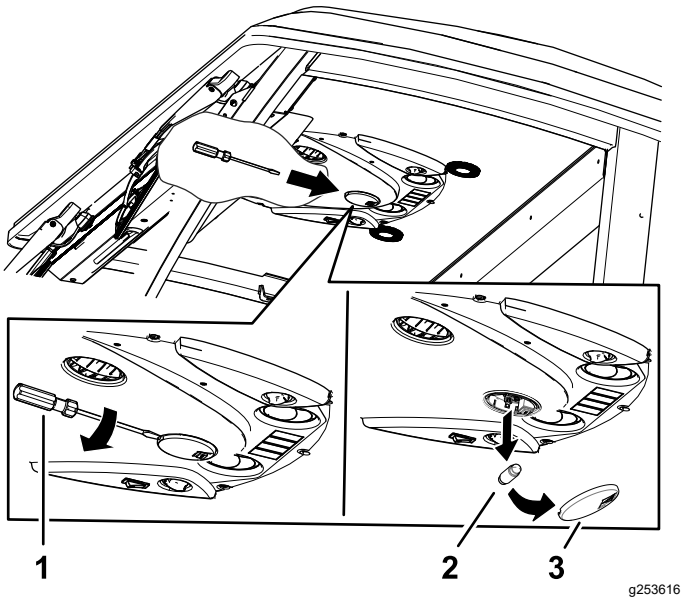

**Figura 89**
1. Rimuovete il vetro della luce dal quadro di comando con un cacciavite (Figura 89).
2. Rimuovete la lampadina dalla base della luce (Figura 89).